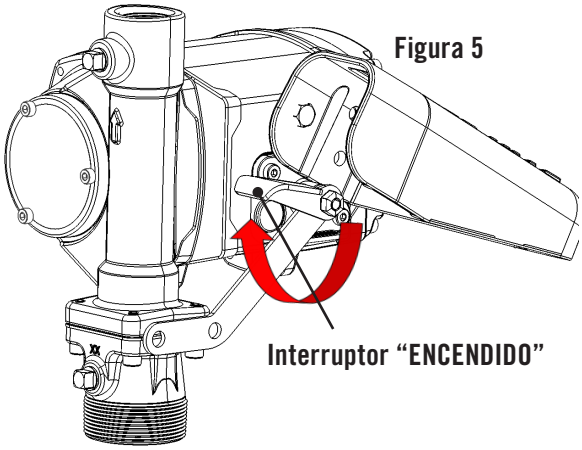

Figura 5
3. Mueva la palanca del interruptor a la posición “ENCENDIDO” (alta) para encender la bomba (Figura 5). La bomba debería encenderse y quedar lentamente en funcionamiento inactivo.